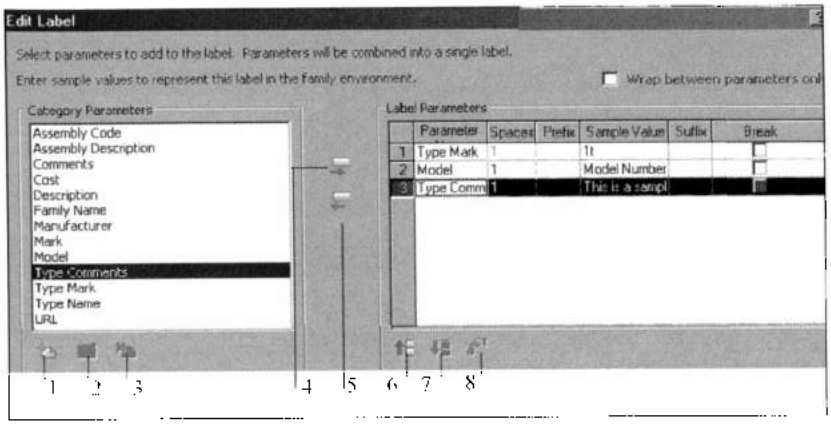

Рис. 12.11. *Создание метки в шаблоне M_Generic Tag.rft*
5. В области чертежа щелчком задать положение метки на пересечении двух опорных плоскостей. Откроется бокс **Edit Label** (Редактировать метку) (рис. 12.11). В левом списке **Category Parameters** (Параметры категории) приводится пере-